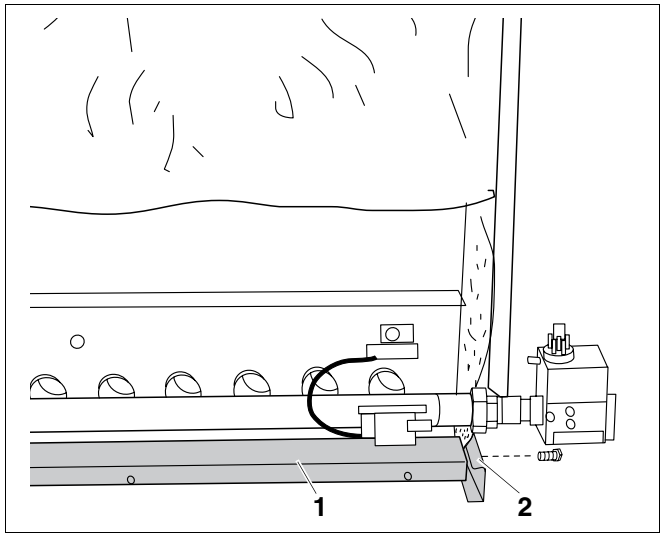
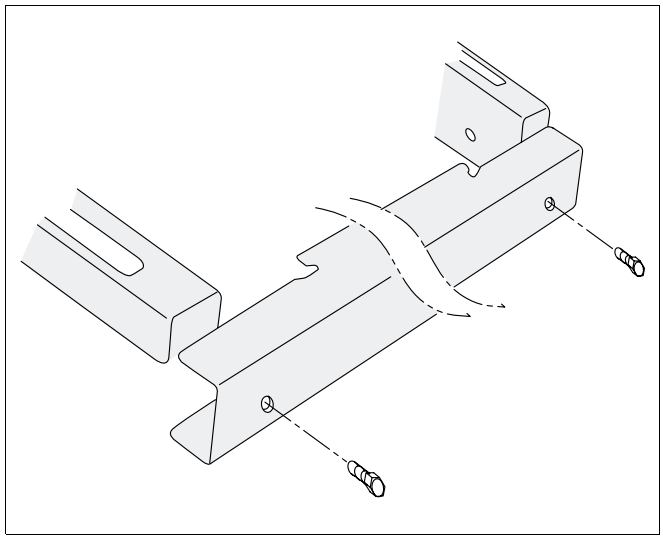

Afb. 53 Dwarssokkel monteren
Afb. 54 Dwarssokkel-bovenaanzicht
- Bevestig de dwarssokkel (afb. 53, **pos. 2**) aan de voor- en achterzijde van de langssokkel (afb. 53, **pos. 1**) met schroeven met een vlakke kop 3,9 x 9,5. Zijde met de gleuven naar boven (afb. 54).